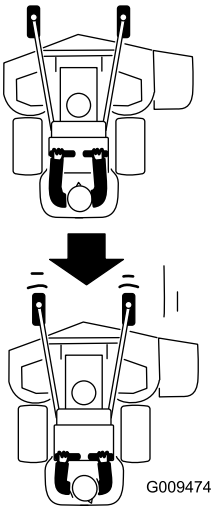

Figuur 24
2. Beweeg de rijhendels langzaam naar achteren (Figuur 24).